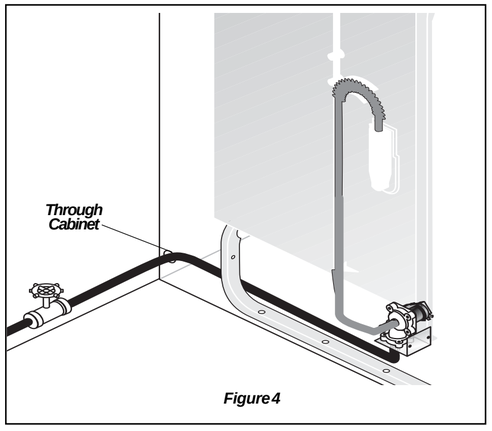

Figure 4
3. Determine amount of tubing needed to connect hot water supply to the unit's water inlet valve. Copper tubing must have a minimum $^{3}/_{8}$" OD. High-pressure and high-temperature rated plastic tubing with a minimum **inner** diameter of $^{1}/_{4}$" may be used. A shut-off valve installed **outside** dishwasher cabinet is best. **See Figure 4.**